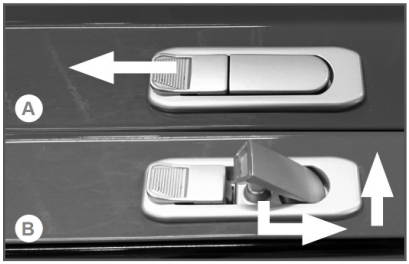

Рис. 7 Замок верхней панели
2. Поднимите верхнюю панель генератора. Для этого сдвиньте влево стопор замка верхней панели (Рис.7А), затем поверните ручку замка против часовой стрелки и поднимите верхнюю панель генератора за ручку замка вверх (Рис. 7В).